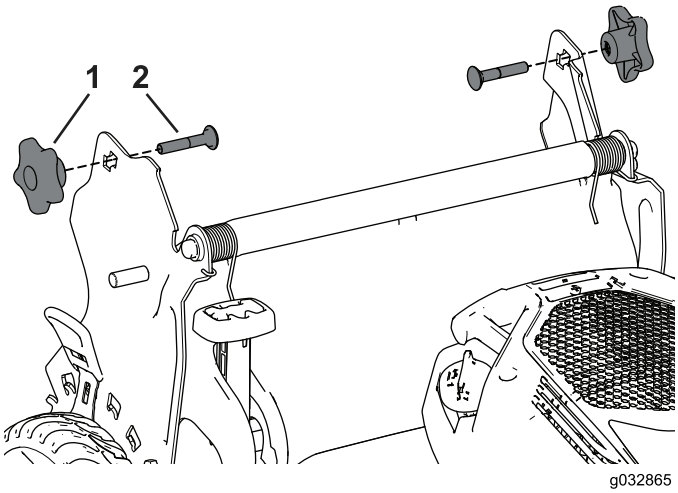

Figura 29
4. Inserte el perno de cuello cuadrado (con la cabeza del perno hacia el interior) a través del soporte del manillar y del orificio superior del extremo del manillar. Asegúrese de que los bordes cuadrados de cada perno de cuello cuadrado entre en el orificio cuadrado superior o inferior de su soporte del manillar relacionado (Figura 29).